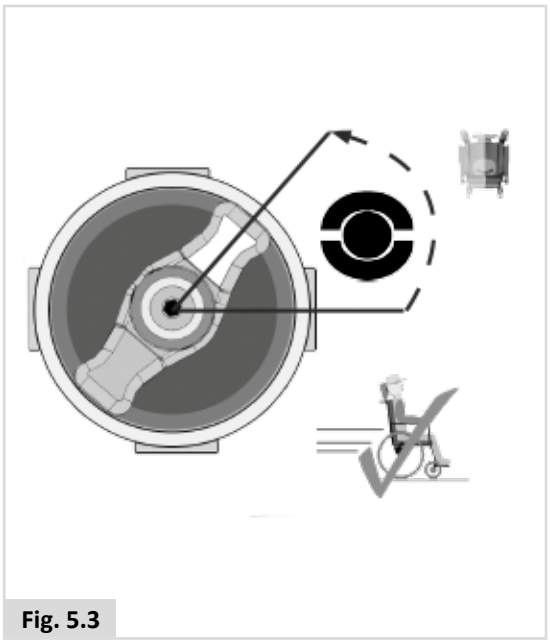

Fig. 5.3
1. Pour la conduite du fauteuil : (Fig. 5.3).